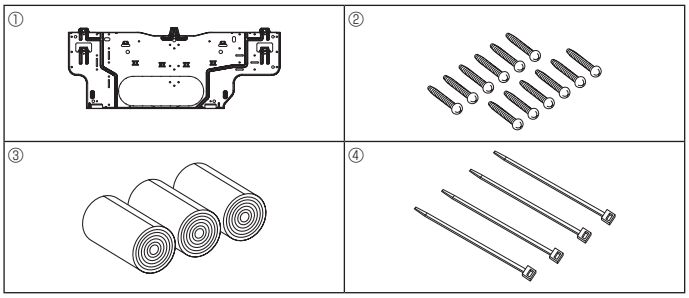

Fig. 3-1
3.1. İç ünite aksesuarlarını kontrol edin (Fig. 3-1)